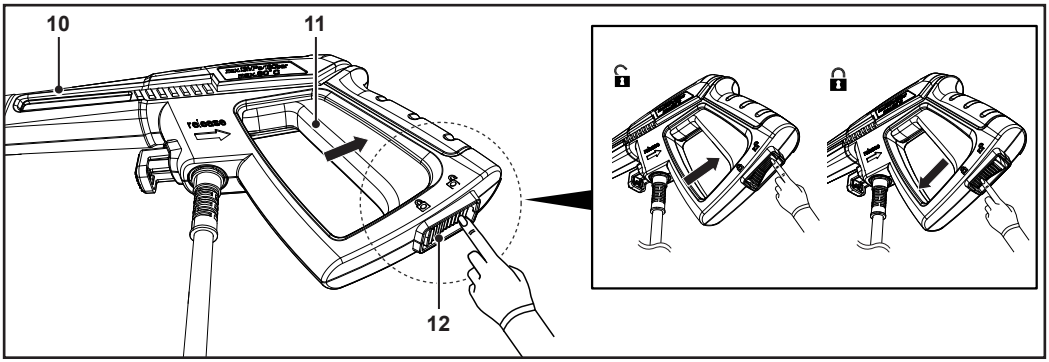

Fig. 8
- Apasă butonul de blocare (12) în jos când aparatul nu este în funcțiune, când este lăsat nesupravegheat sau în timpul montării accesoriilor suplimentare.
- Pentru a debloca declanșatorul (11), apasă butonul de blocare (12) în sus (fig. 8).